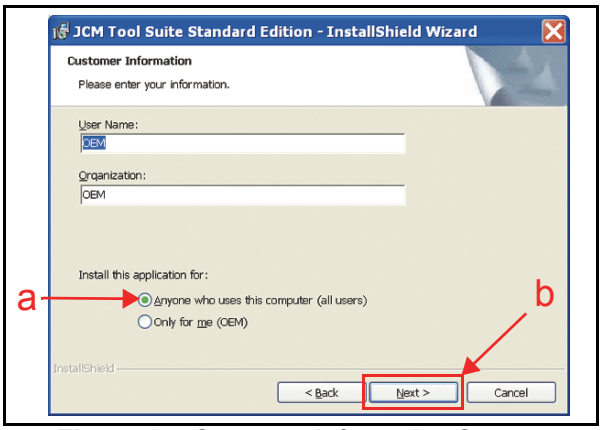

Figure 6-5 Customer Information Screen
4. When the "Custom Information Screen" shown in Figure 6-5 appears, Mouse-click on the Radio Screen Button located next to the "Anyone who use this computer" (See Figure 6-5 a) and Mouse-click on "Next>" Screen Button.